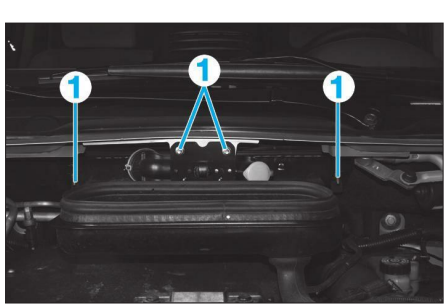

**Fig. 1**
- les 4 écrous (1) **(Fig.1)**,